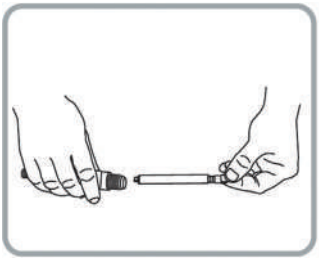

Рис. 46
2. Извлеките фильтр тонкой очистки из рукоятки (рис. 46).